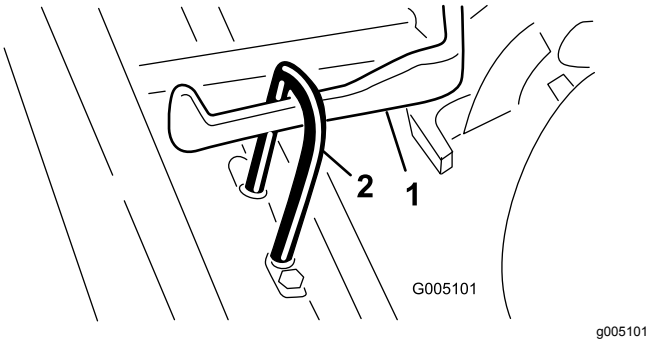

Figur 7
2. Skjut in klippenheten under dragramen medan du hakar fast lyftkroken på lyftarmen (Figur 7).